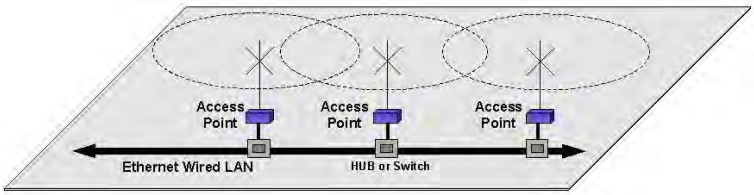

Figure 1: Conventional Access Point Diagram
With a conventional IEEE 802.11 (Wi-Fi) Access Point (AP) network, all of the APs have to be interfaced to a common network either by hardwire, see Figure 1, or a separate, dedicated RF backbone. The Model Horizon can create this RF backbone, bridge Ethernet networks connected to the wired Ethernet port and provide the wireless canopy for 802.11 clients simultaneously.